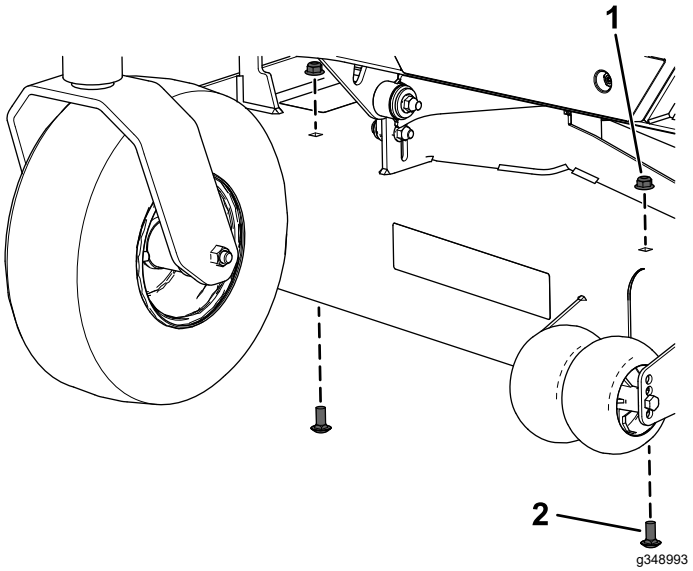

Figure 3
2. Remove the 2 carriage bolts and 2 locknuts at the front of the mower deck (Figure 3).